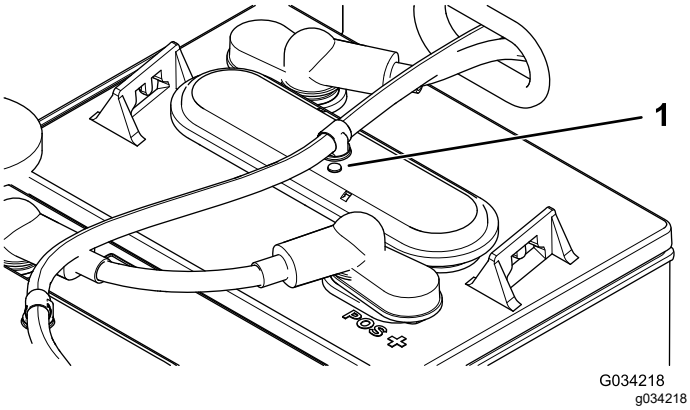

Figur 36
3. Kontroller øjerne på hver af batterierne for at se, om de er enten sorte eller hvide (Figur 36).